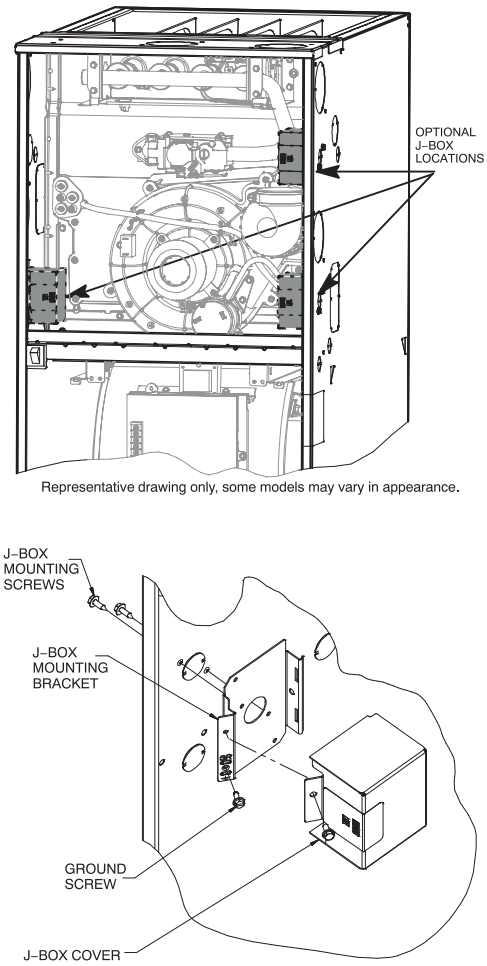

Fig. 34 – Installing J–Box (When Used)
The J–Box cover, mounting bracket and screws are shipped in the loose parts bag included with the furnace. See Fig. 34 for J–Box mounting locations.
1. Drill two (2) 1/8–in. (3 mm) pilot holes through the dimples in the furnace casing near the 7/8–in. knock–out on the side of the casing. Do not remove the knock–out in the side of the casing.
9. Connect field power and neutral leads to furnace power leads inside the external electrical box as shown in Fig. 34.
1. Install J−Box mounting bracket to inside of furnace casing. See Fig. 34.
5. Connect field ground wire and factory ground wire to green ground screw on J−Box mounting bracket as shown in Fig. 34.
7. Attach furnace J−Box cover to mounting bracket with screws supplied in loose parts bag. Do not pinch wires between cover and bracket. See Fig. 34.
4. Connect field ground wire and factory ground wire to green ground screw on J−Box mounting bracket as shown in Fig. 34.